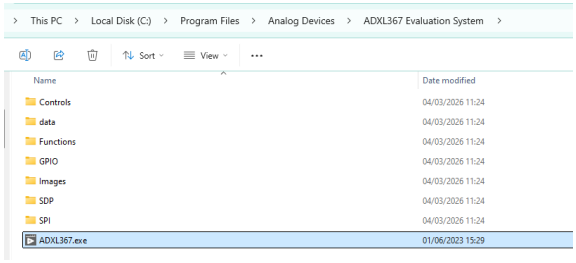

Figure 4. Run Software
1. Launch the **ADXL367 Evaluation Software** (see Figure 4), or the user can type **ADXL367 Evaluation Software** in the Windows® search bar and click the **enter** key on the keyboard to start the software.